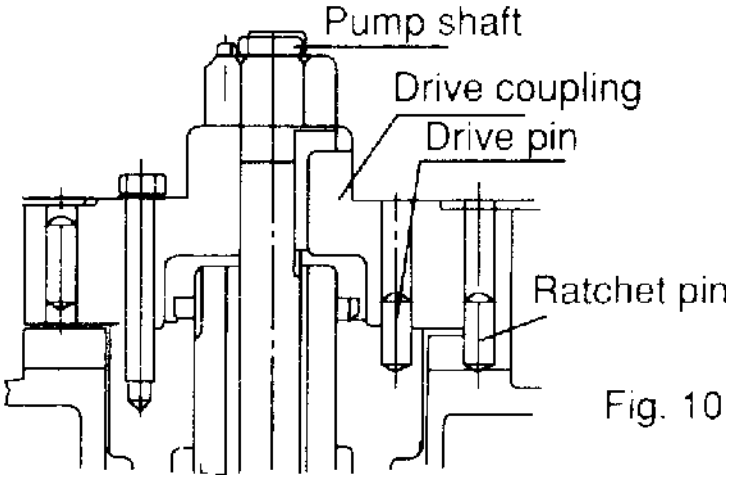

Fig. 10
**3.3.9 Non-reverse ratchet/coupling, as Fig. 10 (If necessary)**